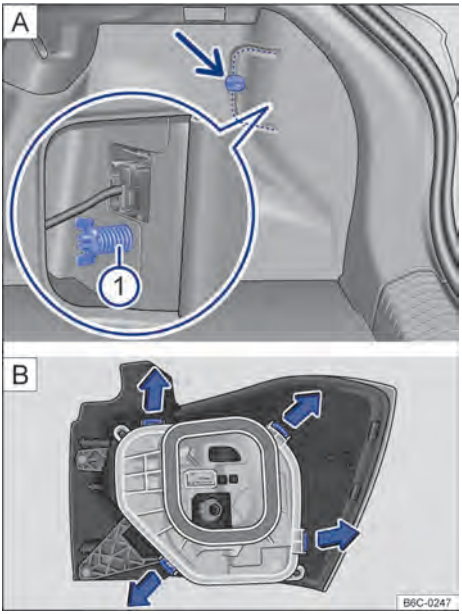
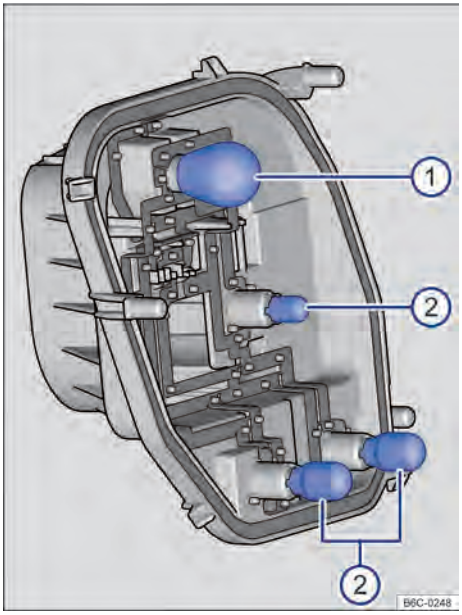

Fig. 168 Ⓐ En el maletero: desmontar la cubierta y retirar el tornillo de mariposa ① (lupa). Ⓑ Luz trasera: desmontar el portalámparas.
Fig. 169 Grupo óptico trasero: quitar las lámparas
① Observar la lista de control y ejecutar las acciones → pág. 217.
② Abrir la tapa trasera → pág. 75.
③ Para abrir la cubierta de la luz, girar la grapa de sujeción → fig. 168 Ⓐ (flecha).
④ Abrir la cubierta junto con la traba hacia el costado.
⑤ Aflojar el tornillo mariposa ① (fragmento ampliado) y retirarlo, sosteniendo, al mismo tiempo, la linterna trasera.
⑥ Tirar con cuidado de la linterna trasera hacia afuera, para desencajarla de la carrocería → ⓘ.
⑦ Desencajar el conector de alimentación presionando la grapa de sujeción y tirarla en el sentido de la flecha para retirar totalmente la luz.
⑧ Colocar la linterna trasera sobre una superficie limpia y lisa.
⑨ Para desbloquear el soporte de las lámparas, presionar cada uñeta de trinquete → fig. 169 Ⓑ en el sentido de las flechas.
⑩ Desmonte el portalámparas con cuidado. ▶
11 Para desmontar las lámparas de incandescencia quemadas: → fig. 169 1 presionar la lámpara contra el alojamiento y girar en el sentido antihorario. 2 tirar de la lámpara en el sentido contrario al alojamiento.
13 Para insertar las lámparas nuevas en el soporte de las lámparas, introduzca la nueva lámpara en el alojamiento: → fig. 169 A presionar la lámpara y girar en el sentido horario hasta el tope. B presionar la lámpara en el sentido del alojamiento hasta el tope.
18 Sostener la luz trasera en la posición de montaje con una de las manos y atornillar con la otra el tornillo mariposa → fig. 168 1.